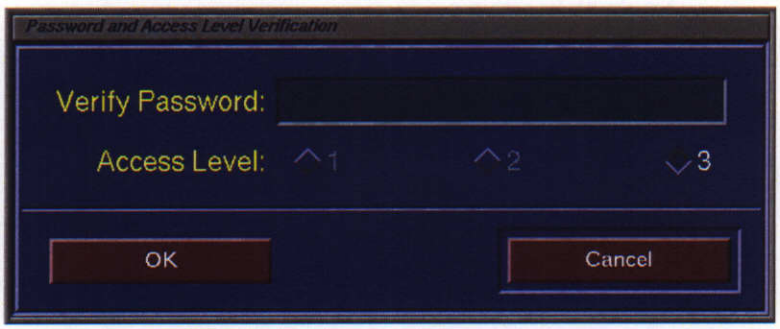

**Figure 4 Password and Access Verification Screen**
**Step 7.** Click **OK**. The Password and Access Level Verification window (*Figure 4 Password and Access Verification Screen, page 4*) appears. Clicking **CANCEL** on the New User window redisplays the CyberKnife System menu.
**Step 4.** Click **OK** and the Password and Access Level Verification window (*Figure 4 Password and Access Verification Screen, page 4*) appears. Type the new password in the Verify Password text area. Visually verify the access level. If the information is not correct, click **CANCEL** to return to the Change User's Password and Access Level window.